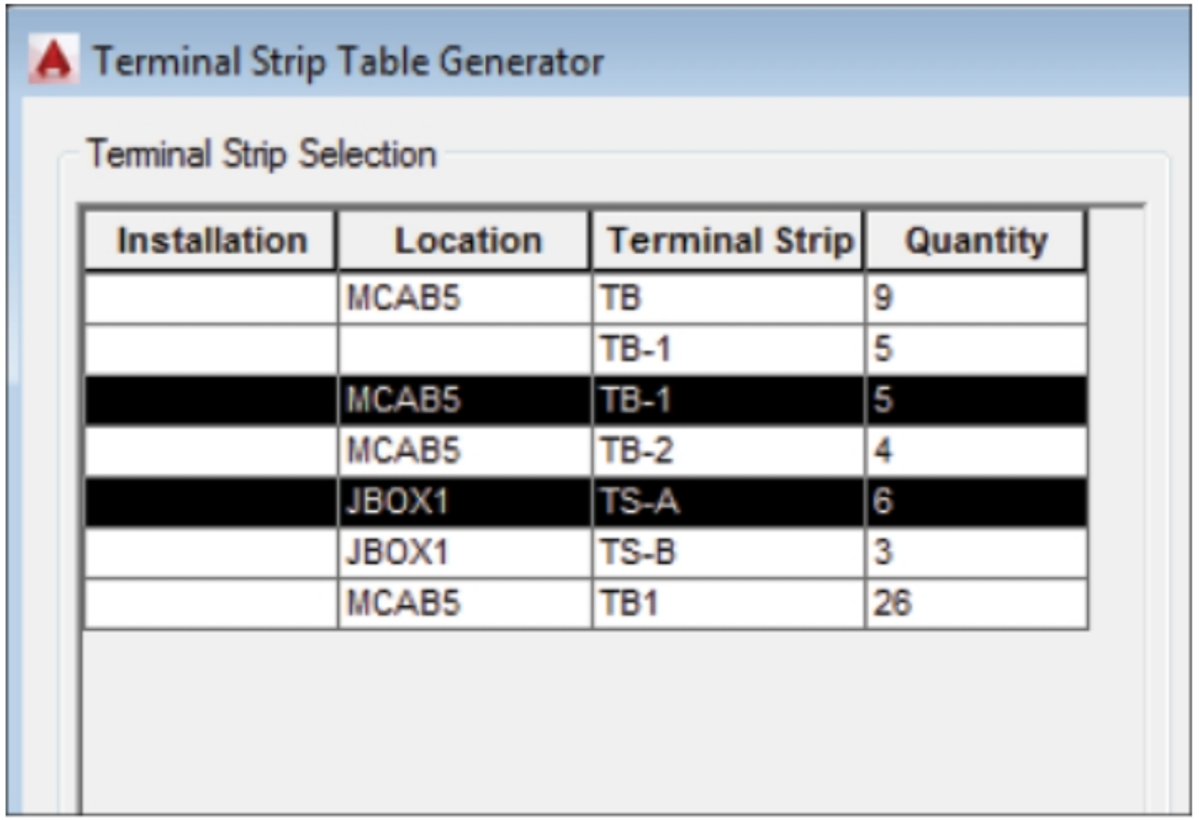

Figure-39. Terminal Selection
- Select desired terminal from the **Terminal Strip Selection** table in the dialog box. For multiple selection, press & hold the **CTRL** key and then select the terminals; refer to Figure-39.